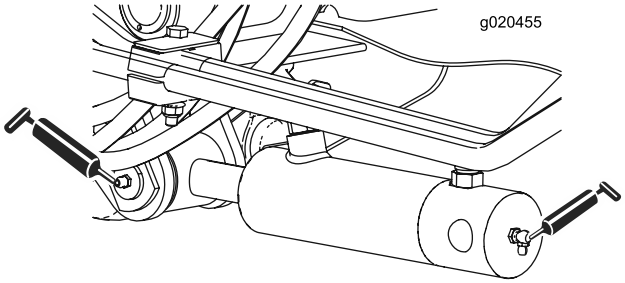

図 41
- 昇降アームのシリンダアセンブリ左右それぞれ2ヶ所図 41